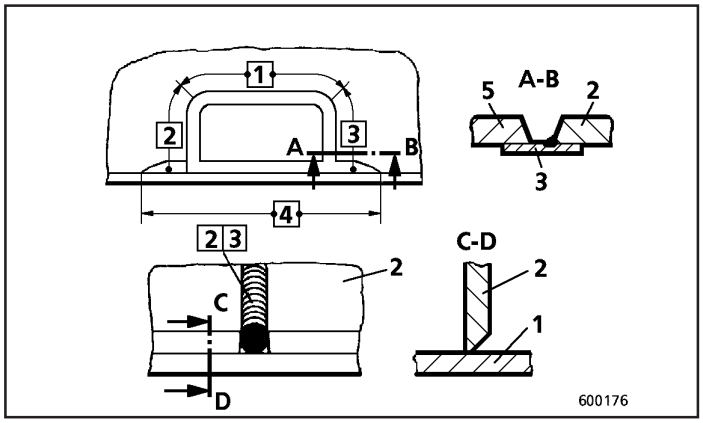

Fig.66
7. Solda na placa de cobertura (Fig. 66)